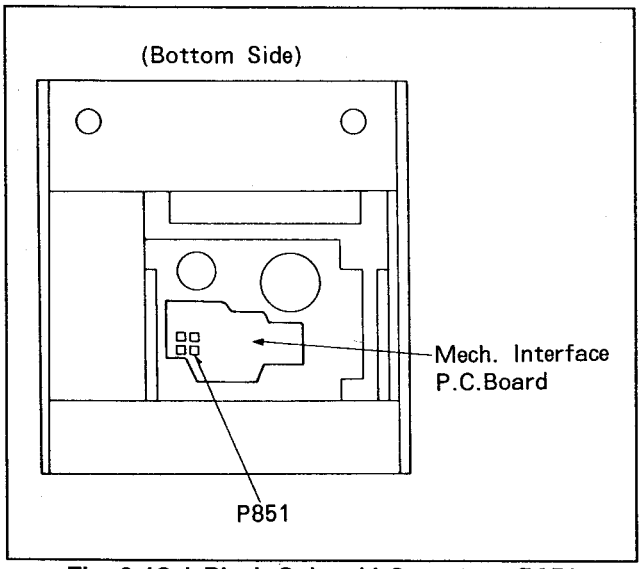

Fig. 6-12-1 Pinch Solenoid Connector P851
1. Remove the Bottom Plate, L1, L2, L3, L4 P.C.Board and Shield Plate, refer to item 1-2 and 1-4.
2. Disconnect the connector P851 on the Mech. Interface P.C.Board as shown in figure 6-12-1.